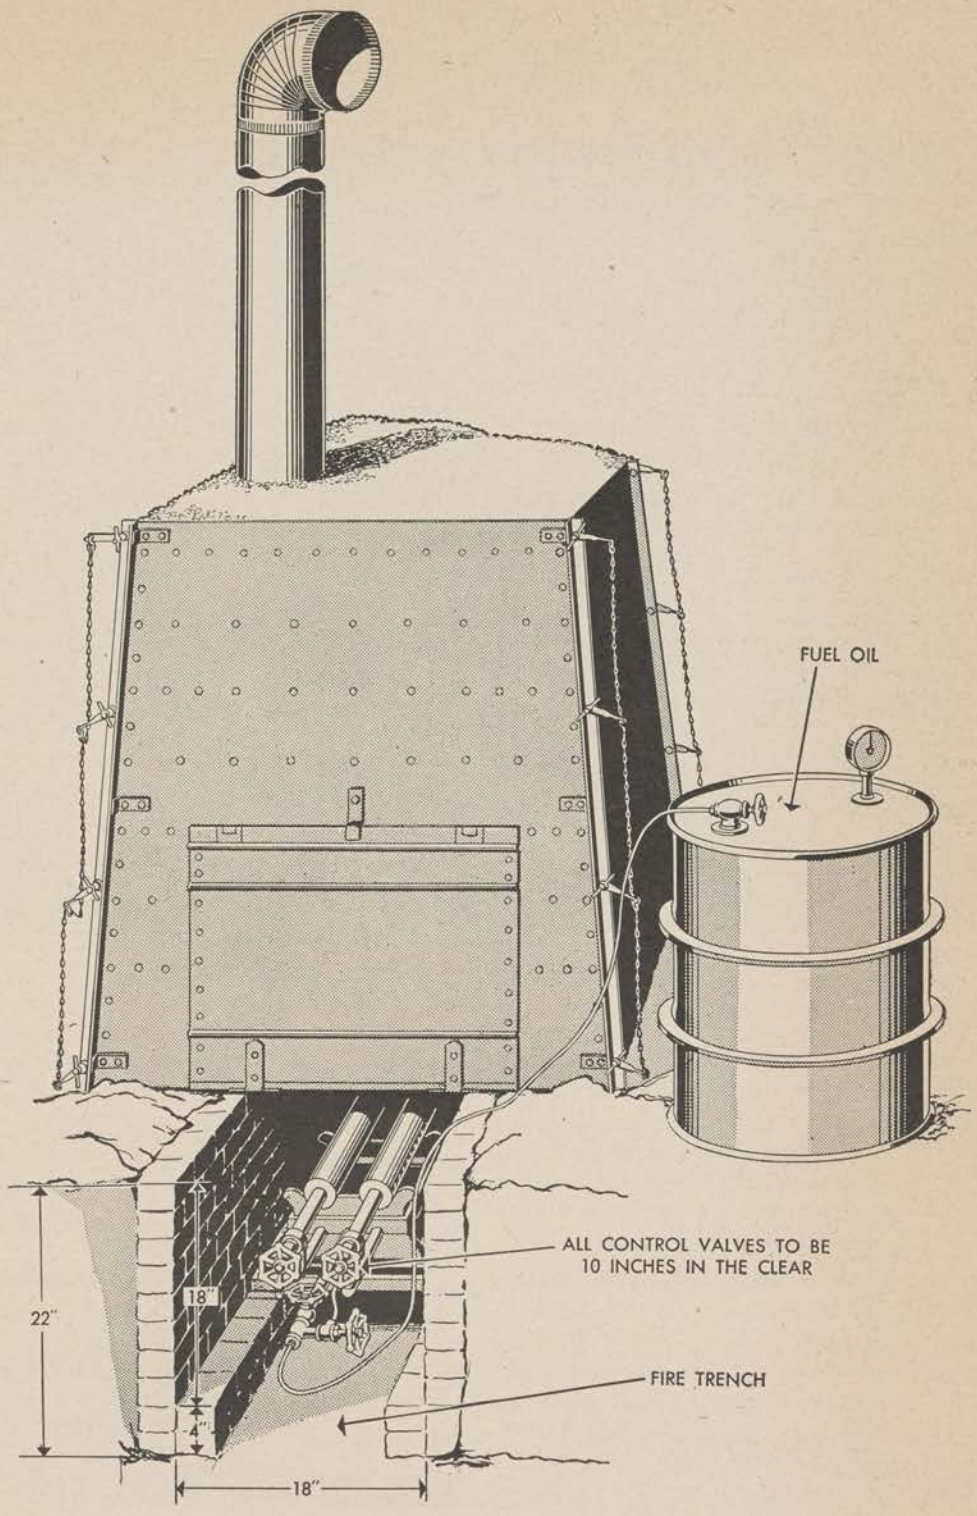

Figure 75. Wynne oil burner (65–A–1058) in use with oven, bake, Army field, No. 1.
b. Assemble the burner in the following manner (see fig. 75):
(1) Adjust each retort valve so that the orifice is centered on the opening of the flame pipe, at a distance of $\frac{3}{8}$ to $\frac{1}{2}$ inch.
(2) Clean the openings of the retort pipes with the wire tool or reamer.
(3) Put the flame pipes into position so that one row of holes in each pipe is directed on the retort base and the second row of holes is directed outward toward the walls of the trench.
(4) Level the burner in the center of the trench, with the operating valves extending 10 inches back of the oven. (See fig. 75).
(5) Set a 14- to 16-gauge drum of kerosene on the ground beside the firing pit. Connect the feed line from the drum to the burner. Be careful to wipe all gaskets clean before placing them on the drum connections and to use only the proper wrenches for tightening the nuts. Do not use pliers or Stillson wrenches.